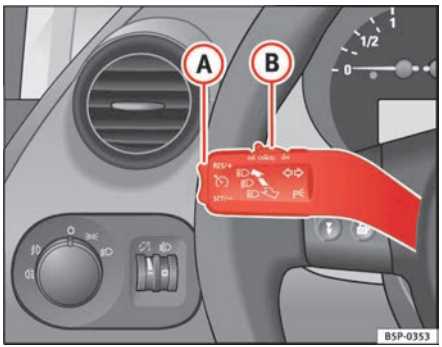

Fig. 147 Turn signal and main beam headlight lever switch and rocker switch for the cruise control
– Press the upper part **RES/+** of the rocker switch ⇒ fig. 147 (A) to increase the speed. The vehicle will continue to accelerate for as long as you keep the rocker switch pressed. When you release the switch, the new speed is stored.
Control of the set speed is switched off if you reduce speed by depressing the brake pedal. You can reactivate the control by pressing once on the upper part of the rocker switch **RES/+** ⇒ page 176, fig. 147 (A).